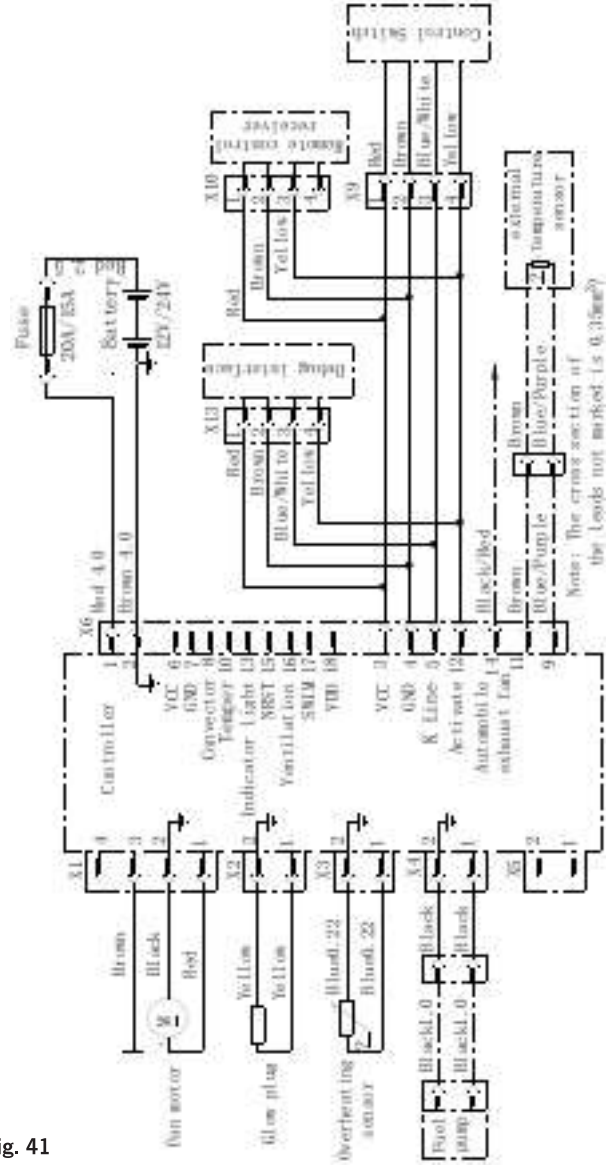
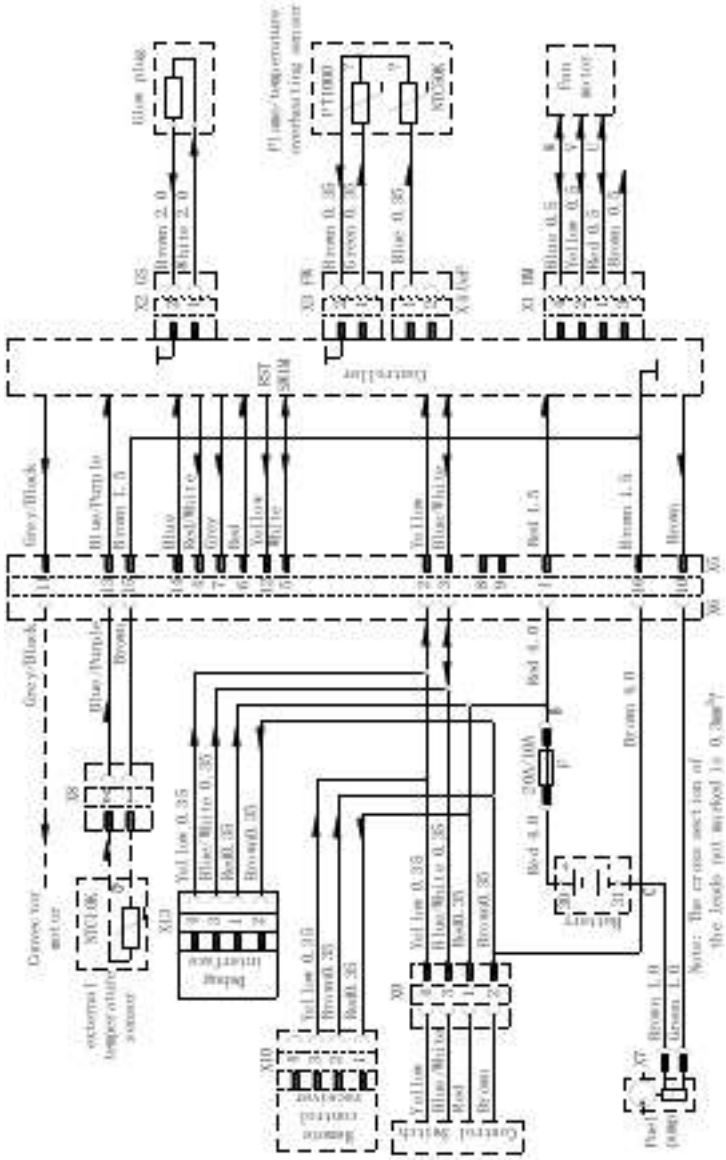

Fig. 41
Fig. 42
- ☐ Gli schemi di cablaggio del riscaldatore sono indicati nella Fig. 41 (pagina 52) e nella Fig. 42 (pagina 53).